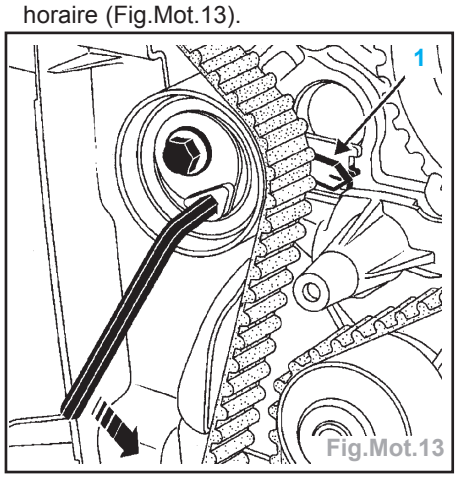

Fig.Mot.13
- A l'aide d'une clé six pans de 6 mm, amener l'index mobile (1) du galet tendeur dans la position indiquée ci-après, en tournant la clé dans le sens anti-horaire (Fig.Mot.13).